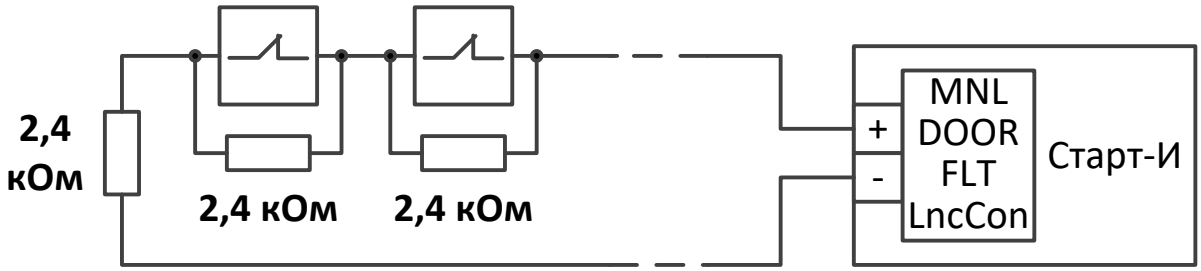

Рис. 19
- Схема подключения датчиков с нормально замкнутыми внутренними сухими контактами представлена на рис. 19.